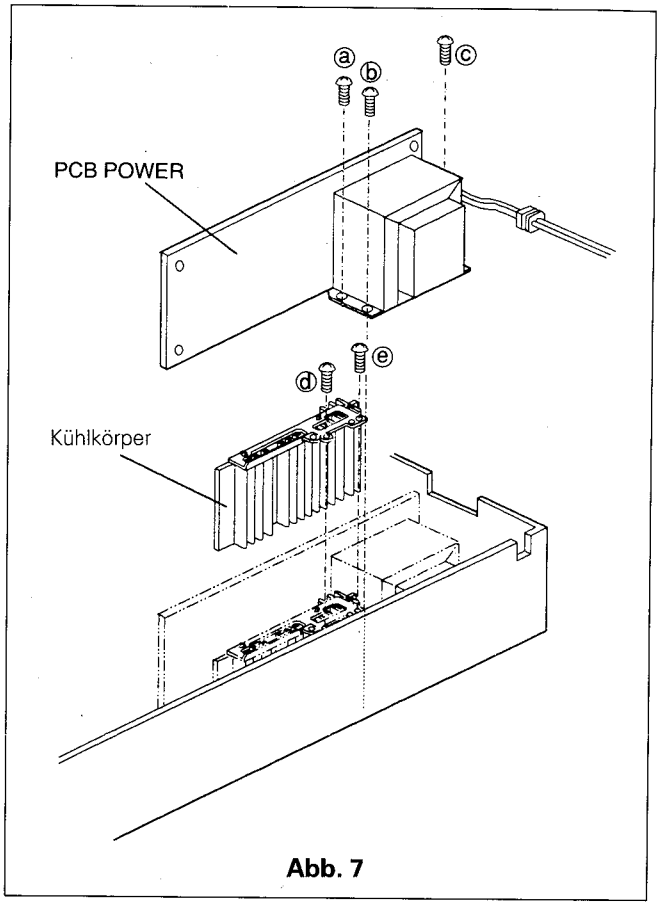

Abb. 7
B. Entfernen Sie die drei Halteschrauben der PCB POWER (ⓐ ~ ⓒ) und die zwei Befestigungsschrauben ⓓ und ⓔ an dem Kühlkörper. Siehe Abb.7.